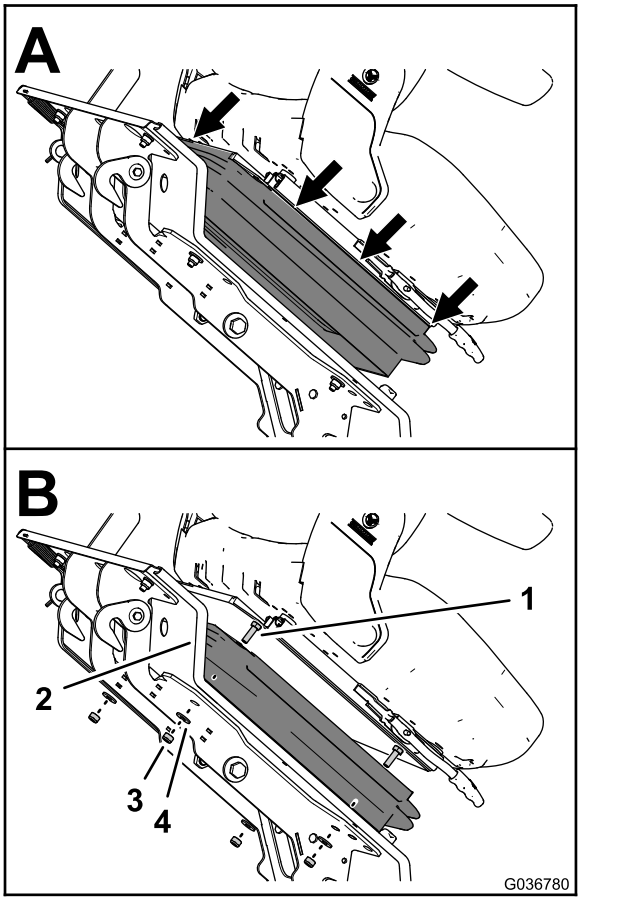

Figuur 10
C. Wanneer alle lippen uit de sleuven zijn verwijderd, trekt u de rubberen kap naar beneden (A in Figuur 10).
4. Ondersteun de stoel en verwijder de 4 ringen (8 mm) en 4 borgmoeren (8 mm) waarmee de stoel aan het stoelplatform is bevestigd (B in Figuur 10).